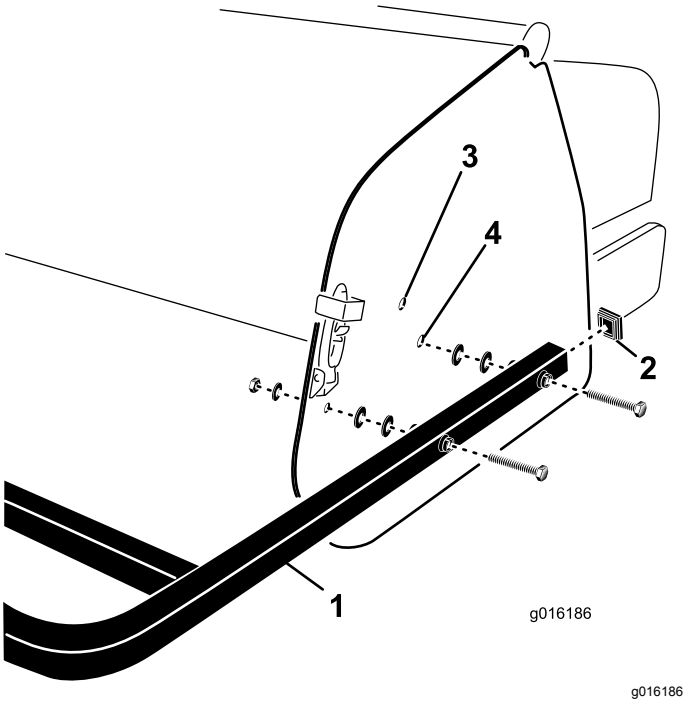

Figur 31
1. Indfør endedækslet i enderne på den bageste afskærmnings rør (Figur 31).
2. Ret hullerne i den bageste afskærmnings monteringsrør ind med hullerne i dybdelufterens sideplader (Figur 31).
3. Fastgør afskærmningens monteringsrør på sidepladerne med 4 skruer, underlagsskiver og møtrikker (Figur 31).